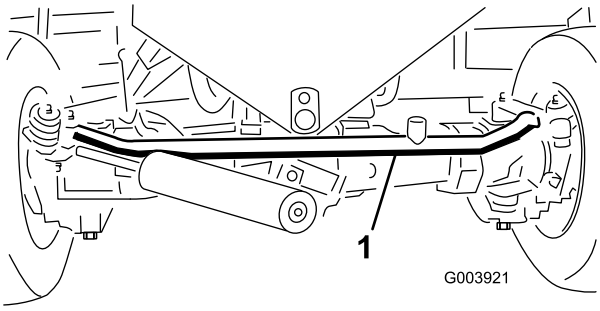

Figur 66
3. Løsn klemmerne på hver ende af forbindelsesstangen (Figur 66).